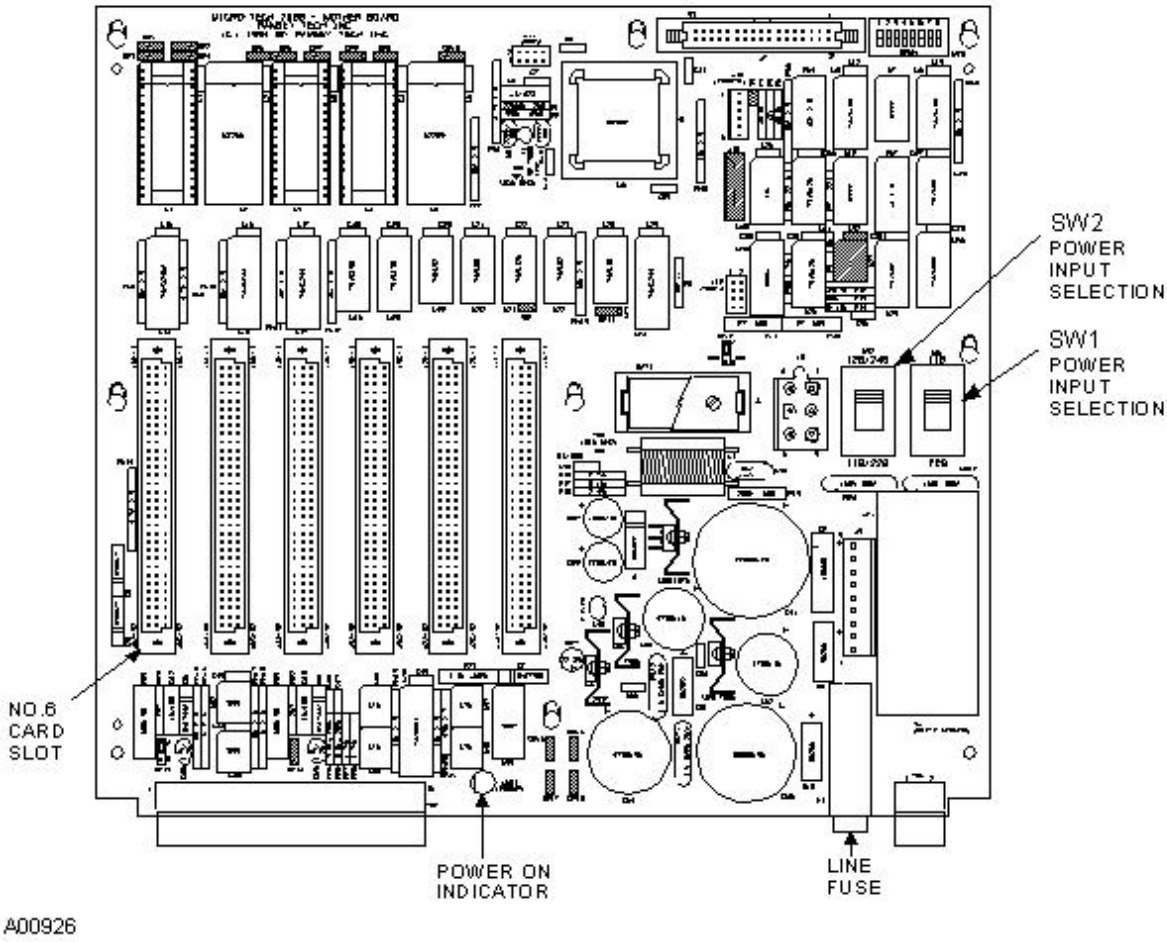

Figure 2-7. Model 2104 Mother Board
1. AC voltage input power selection SW1 and SW2 are located on the right center section of the mother board (see Figure 2-7).